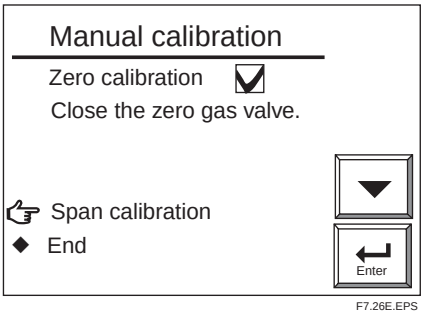

Figure 7.26 Zero Calibration Complete Display
(9) After the measured value has stabilized, press the [Enter] key to display the "zero-calibration complete" display shown in Figure 7.26. At this point, the measured value is corrected to equal the zero-gas concentration, setting are made to agree. Close the zero-gas flow valve. The valve lock-nut should be tightened completely so that the zero gas does not leak.
(10) Select End in the display as shown in Figure 7.26. An oxygen concentration trend graph (with the oxygen concentration being measured) appears and HOLD TIME then flashes. This time is referred to as the output-stabilization time. If the HOLD TIME has been set with the output-hold setting, the analog output remains held (refer to Section 8.2, “Setting Output Hold,” later in this manual). Manual calibration is completed when the preset output-stabilization time elapses. This output-stabilization time is set to 10 minutes at the factory before shipment. If you press the [Enter] or [Return] key within the output-stabilization time, manual calibration is then completed.